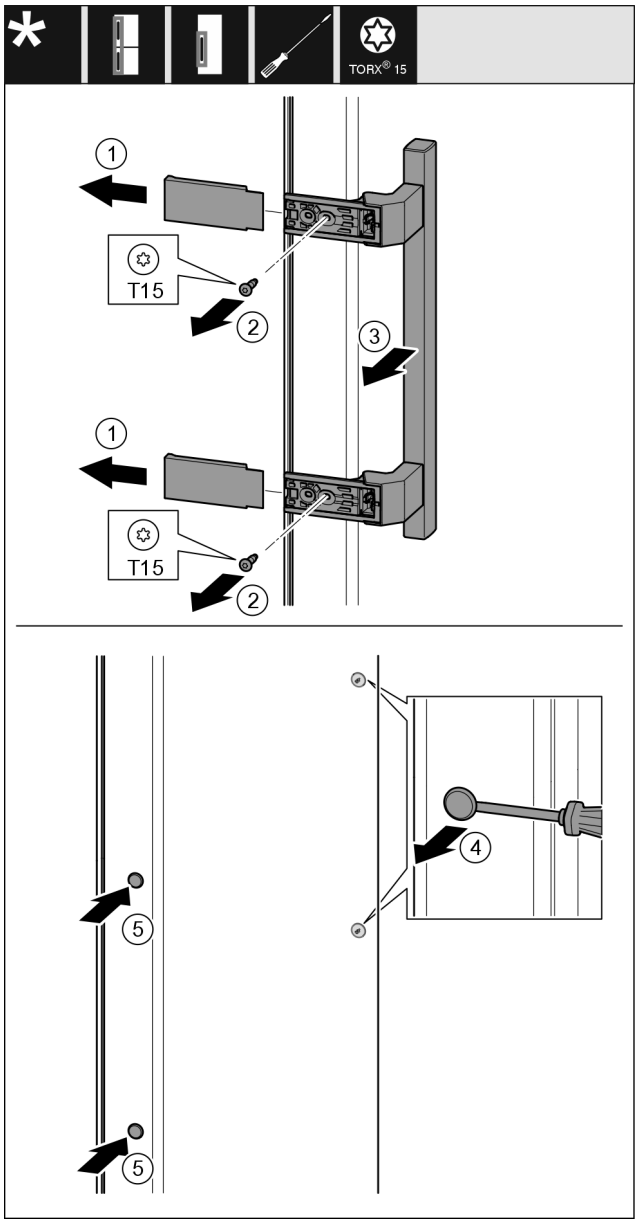

Fig. 21
▶ Remove the cover *Fig. 21 (1)*.
▶ Unscrew screws *Fig. 21 (2)* with screwdriver.
▶ Remove the handle *Fig. 21 (3)*.
▶ Use a slotted screwdriver to lift the side plug *Fig. 21 (4)* carefully and pull it out.
▶ Re-insert the plug *Fig. 21 (5)* on the other side.